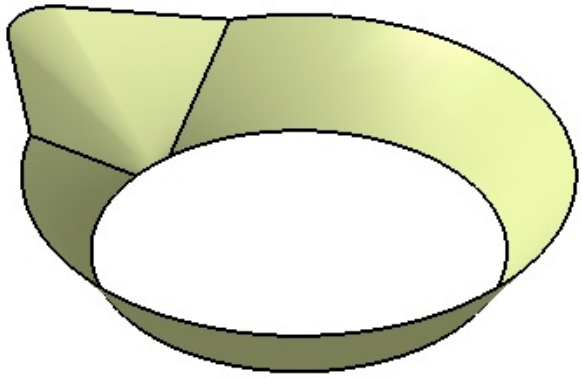

Figure 10-62 *The resulting multi-sections surface*
8. Choose the **OK** button from the **Multi-Sections Surface Definition** dialog box to complete the creation of the multi-sections surface. Figure 10-62 shows the resulting multi-sections surface.